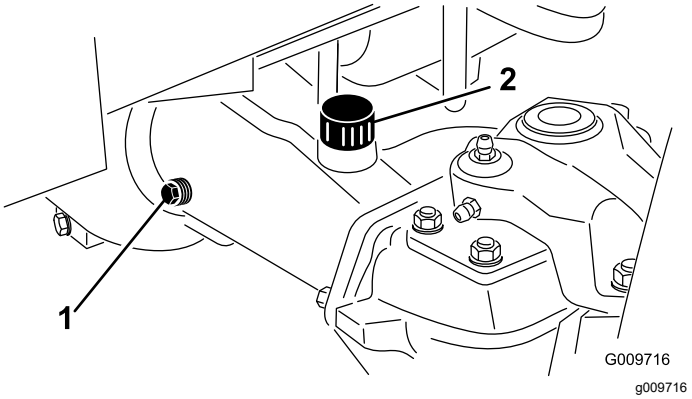

Figur 105
2. Fjern en kontrollplugg fra én ende av akselen, og kontroller at oljen når opp til bunnen av hullet (Figur 105).